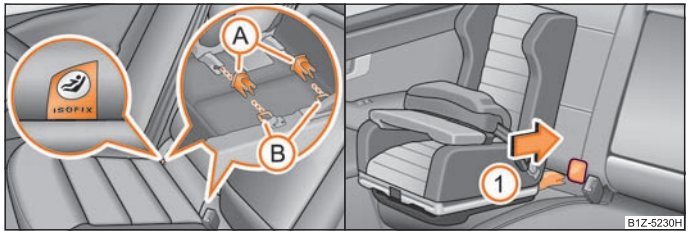

Fig. 109 Oeillets de retenue (système ISOFIX)/les sièges pour enfants ISOFIX sont insérés dans les ergots déjà montés
Deux oeillets de fixation* pour la fixation d'un siège pour enfant avec système « ISOFIX » se trouvent entre le dossier et l'assise du siège passager avant. Sur les sièges arrière extérieurs, les oeillets de fixation sont sous le rembourrage. Les emplacements correspondants sont identifiés par des étiquettes portant l'inscription « ISOFIX »⇒ fig. 109, à gauche.
- Insérez les ergots (A) dans les oeillets de retenue (B) entre le dossier et l'assise ⇒ fig. 109.
- Poussez les bras de blocage du siège pour enfants dans les oeillets de retenue dans le sens de la flèche (1) jusqu'au déclic ⇒ fig. 109.